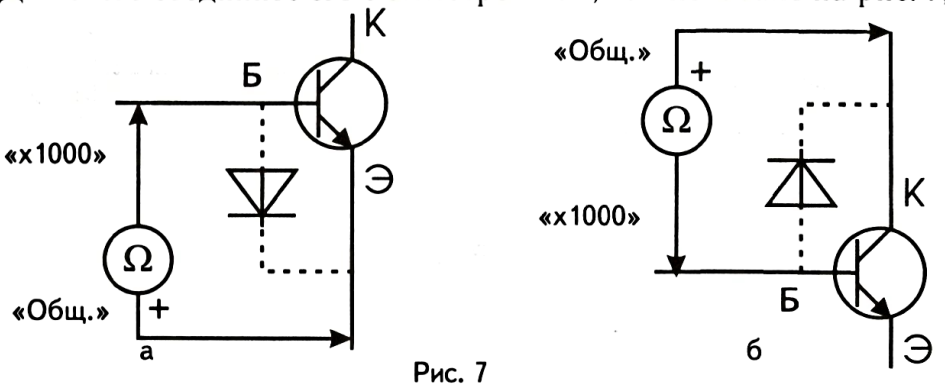

Рис. 7
2. Измерьте сопротивления этих же переходов при обратном включении транзистора. Для этого соедините его с омметром так, как показано на рис. 7, *а* и *б*.